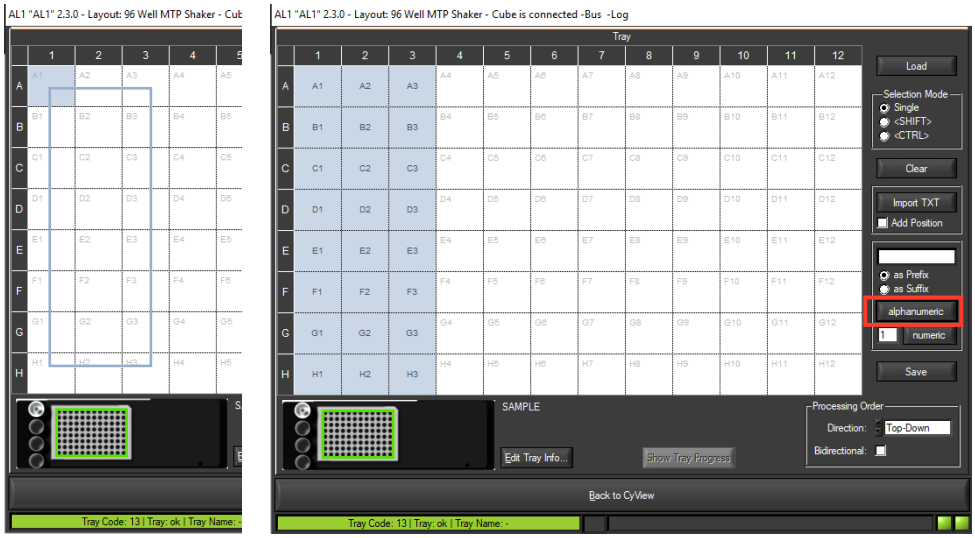

Figure 12. The menu for microtiter plate assignment
8. Now select the wells to be measured. This can be done individually or by dragging over the fields. Selected wells appear light blue (see Figure 12).